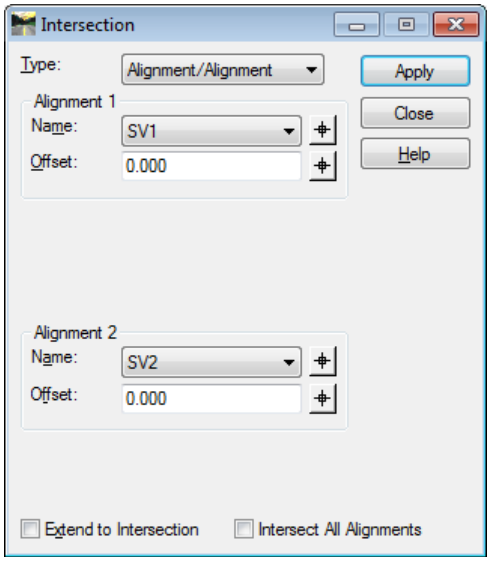

Figure L3-23 Intersection
29.	**Store a Point at the Intersection of SV1 and SV2.** • In InRoads, Select **Geometry ► Locate ► Intersection.** The **Intersection** dialog opens. • Change the **Type:** to ***Alignment/Alignment***. • Use the **Locate** button to select **SV1** for **Alignment 1**. Notice the prompts in the lower left corner of the MicroStation Window as you do this. • Use the **Locate** button to select **SV2** for **Alignment 2**. Notice the prompts in the lower left corner of the MicroStation Window as you do this. • Verify your entries match those shown in *Figure L3-23*. *The Locate Button is used to select SV1 and SV2.*